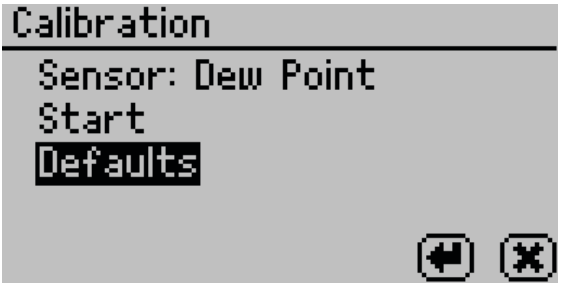

Figure 61 Calibration screen with `Defaults` selected
4. Select `Defaults` to access the Restore Factory Defaults routine (Figure 61).